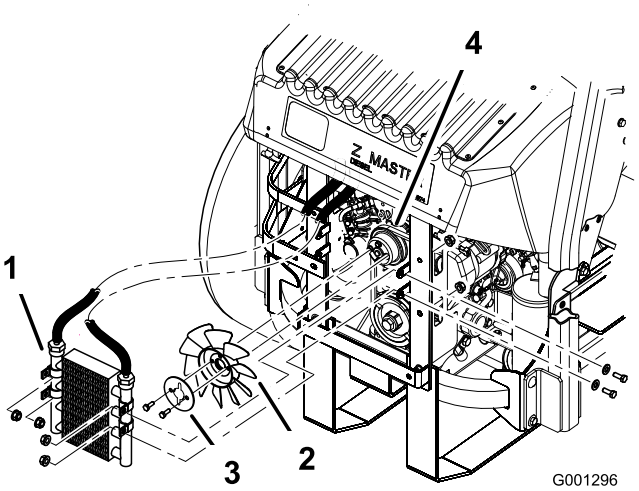

**Figuur 57**
5. Verwijder de 4 bouten waarmee de oliekoeler vastzit en leg de oliekoeler opzij (Figuur 57).
6. Verwijder de 2 bouten waarmee de ventilator en de ventilatorplaat zijn bevestigd aan de machine (Figuur 57).
10. Monteer de ventilator en de ventilatorplaat op de machine met de 2 bouten die u eerder hebt verwijderd (Figuur 57).
11. Monteer de oliekoeler met de 4 bouten die u eerder hebt verwijderd (Figuur 57).